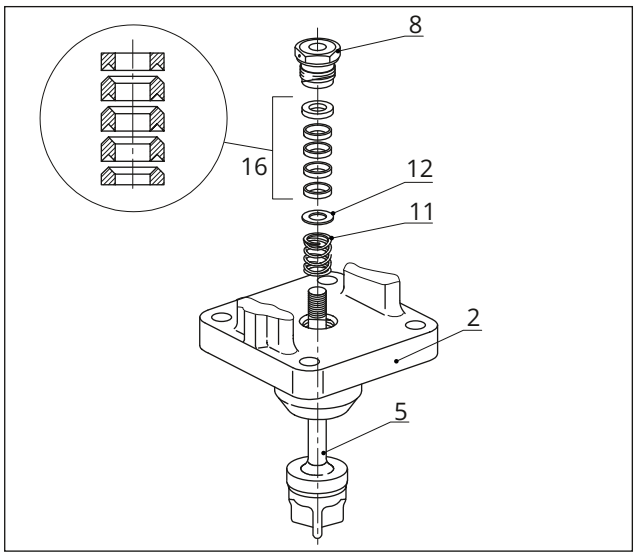

Bild 30: *Stopfbuchspackung Standard*
ckungsraum einschieben. Korrekte Anordnung beachten, vgl. Bild 30.
9. Stopfbuchsteile mit einem geeigneten Werkzeug vorsichtig über die Kegelstangenverlängerung in den Packungsraum einschieben. Korrekte Anordnung beachten, vgl. Bild 30.
10. Ventiloberteil mit Schrauben (32) und Muttern (33) befestigen. Anzugsmomente beachten.
11. Gewindebuchse (8) einschrauben und festziehen. Anzugsmomente beachten.
12. Kontermutter (10) und Kupplungsmutter (9) lose auf Kegelstange schrauben.